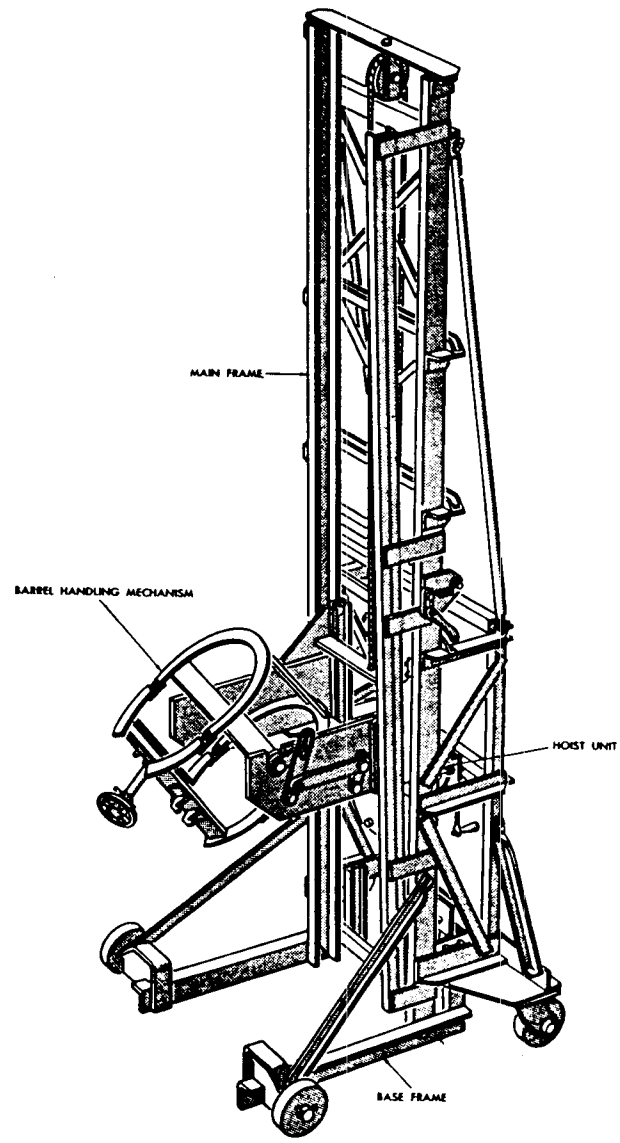

*Figure 84. Acid servicer.*
*c. Acid Servicer* (fig. 84). The acid servicer is a hand-operated hoist assembly used to raise the acid drum approximately 12 feet above the ground during acid servicing. The servicer automatically turns the drum upside down during elevation. The servicer is approximately 164 inches high and 50 inches wide. It is mounted on four casters to facilitate moving. The acid drum is fastened to the servicer by rings. The servicer has a turning lever and floor lock similar to the fuel servicer.